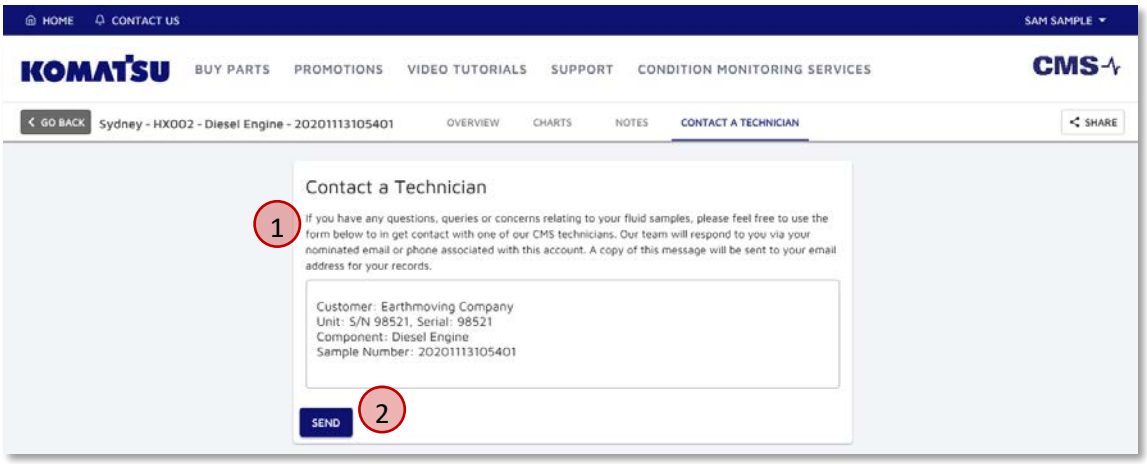

Figure 3.20 Sample Details - Contact A Technician
To help assist us quicker, we can add some text to our request. Pre-populated into the field is the customer, unit, component and sample number that we are currently reviewing. We are able to type in additional information to the text box (① in Figure 3.20), and then click **Save** (② in Figure 3.20).